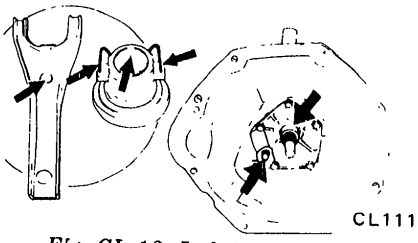

Fig. CL-12 Lubricating points of withdrawal lever and front cover
(2) Contact surface of withdrawal lever, lever ball pin and bearing sleeve.
(3) Contact surfaces of transmission front cover. See Figure CL-12.